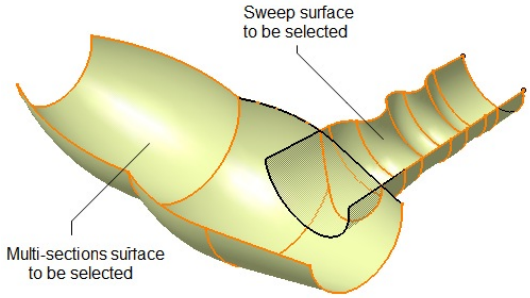

Figure 11-96 *Intersecting surfaces*
c. Trim the surfaces and create a flat boundary surface to close the surface body, refer to Figures 11-96 through 11-100.
After creating the base surface and the swept surface, if you rotate the view of the surface model, you will notice that both the surfaces are intersecting each other. Figure 11-96 shows the intersecting surfaces of the model. In this section, trim their unwanted portions.
1. Invoke the **Trim Definition** dialog box, and select the sweep surface and then the multi-sections surface from the geometry area. On doing so, the preview of the trimmed surfaces is displayed in the geometry area, refer to Figure 11-96. The default trimmed surfaces are the same as those required. Therefore, you do not need to change the default settings in the **Trim Definition** dialog box.